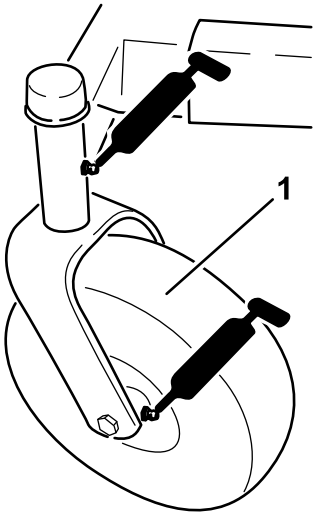
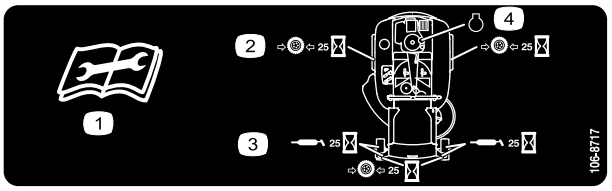

Bild 28
Bild 29
3. Reinigen Sie die Schmiernippel (Bild 28 und Bild 29) mit einem Lappen. Kratzen Sie bei Bedarf Farbe vorne von den Nippeln ab.
4. Setzen Sie die Fettpresse nacheinander an allen Nippeln an (Bild 28 und Bild 29). Fetten Sie die Nippel, bis das Fett beginnt, aus den Lagern auszutreten.